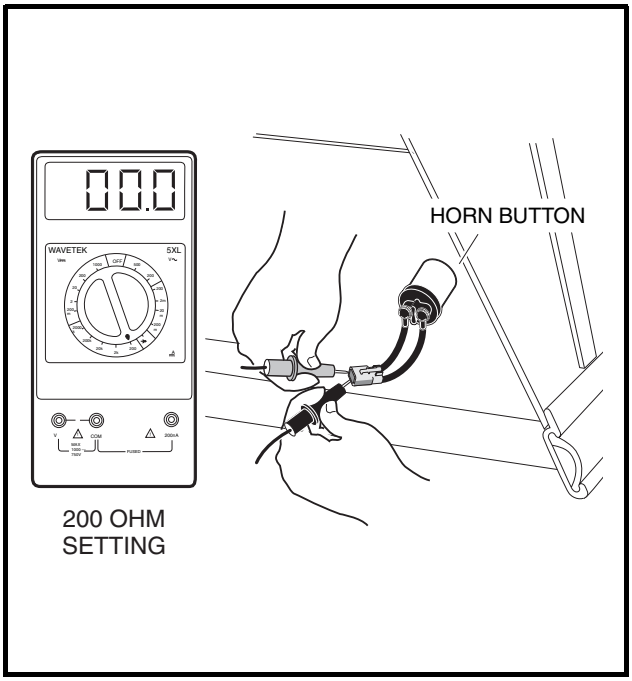

Figure 11-57 Horn Button Test
3. Using a multimeter set to 200 ohms, place the probes into the two terminal plug holes on the horn harness **(Figure 11-57, Page 11-52)**.